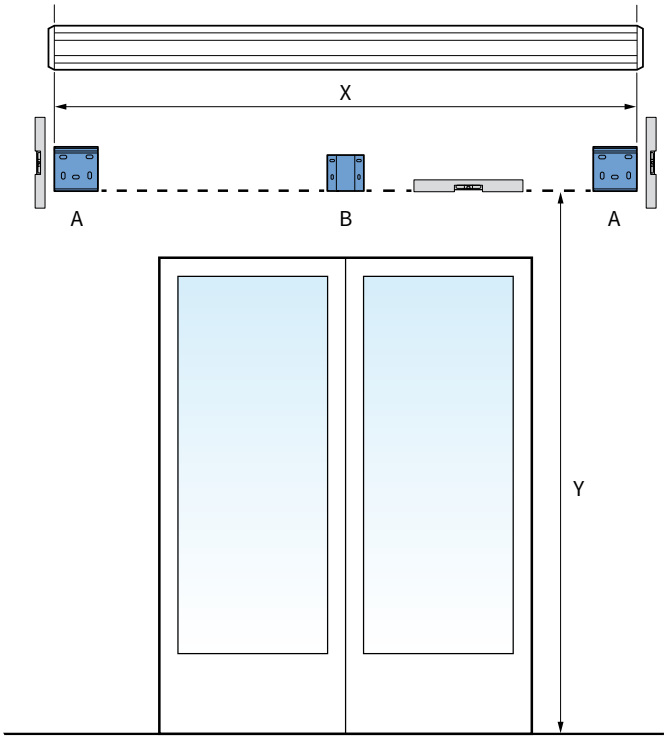

Abb. 1.1 Anordnung der Wandhalterungen
Markieren Sie die Bohrlöcher für die Wandhalter (A) und eventuell die Mittelstütze (B) auf der Wand. Diese müssen, sowohl horizontal als auch vertikal, wasserwaagengenau entsprechend den Maßen X und Y in Abbildung 1.1 ausgerichtet werden.
2. Messen Sie die Wandstreifen sorgfältig auf der Wand aus. Berücksichtigen Sie dabei die Platzierung der Wandhalter auf den Streifen sowie das Breitenmaß X in Abbildung 1.1. Die Wandstreifen müssen sowohl horizontal als auch vertikal wasserwaagengenau ausgerichtet werden. Sorgen Sie dafür, dass sich die Montagelöcher in der Mitte eines Steins be finden. Verwenden Sie gegebenenfalls eine Kordel zum Ausrichten.